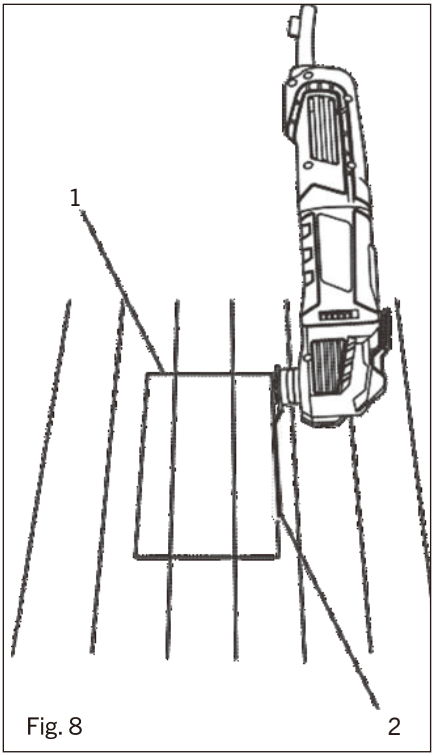

Fig. 8
La vitesse de l'outil peut être ajustée à des vitesses entre 11 000 et 21 000 osc/min en faisant tourner le sélecteur de vitesse rotatif (1) situé à l'arrière du boîtier de l'outil (fig.8).